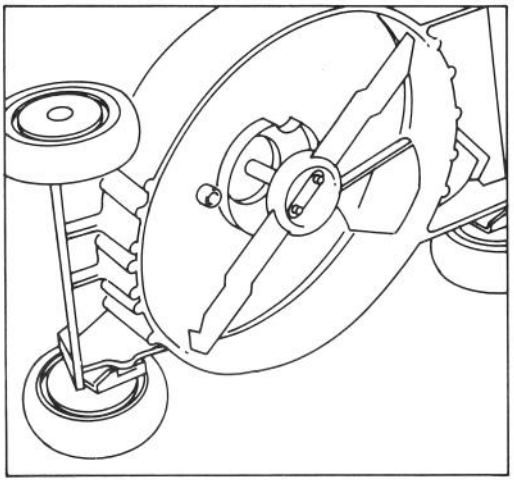

Afbeelding 26
2. Zet de maaier op de rechterzijde (Afb. 26). Pas op dat u het mes niet roteert. Dit kan tot problemen bij het starten leiden.